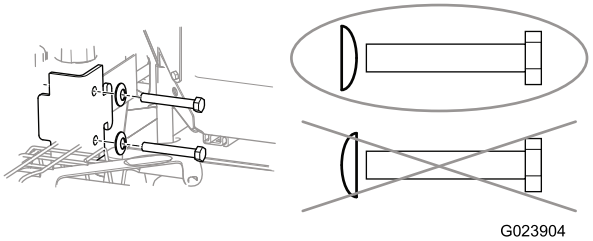

**Figur 7**
**Viktigt: Kontrollera att alla fjäderbrickor har placerats så att den välvda sidan är riktad mot skruvhuvudet enligt Figur 7.**